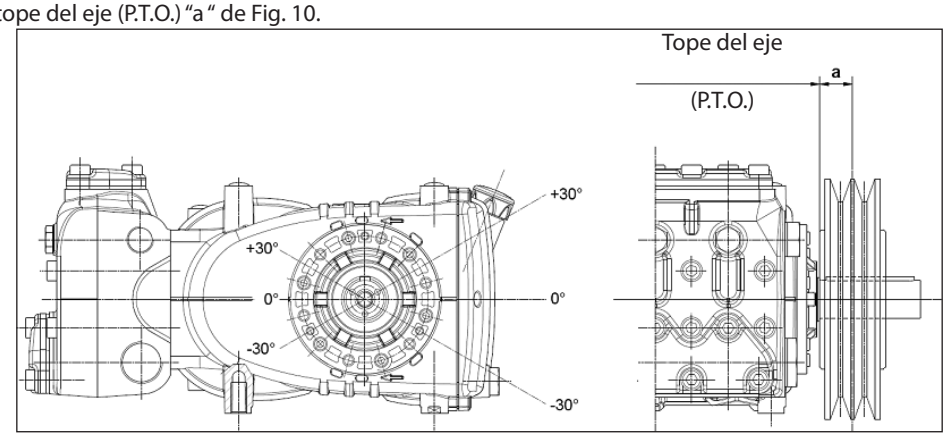

Fig. 10
La carga radial sobre el eje no debe ser superior a 3000 N (valor necesario para definir el Layout). La transmisión es considerada adecuada si tal carga es aplicada a una distancia máxima a = 30 mm del tope del eje (P.T.O) como se indica en la Fig. 10.
b) Utilizar correas de alto rendimiento – por ejemplo **XPB** en lugar de **SPB** – ya que resultará necesario una cantidad inferior de correas en paridad de potencia transmitida y una consecuente distancia inferior de la resultante con respecto al tope del eje (P.T.O.) "a" de Fig. 10.